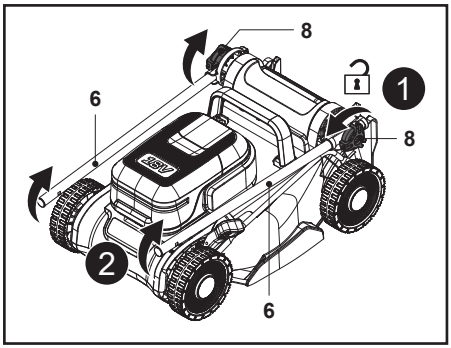

Fig. 1
2. Desserrer le bouton de serrage (8) dans le sens antihoraire sans le retirer, puis déplier le guidon inférieur (6) (Fig. 1, étapes 1, 2)